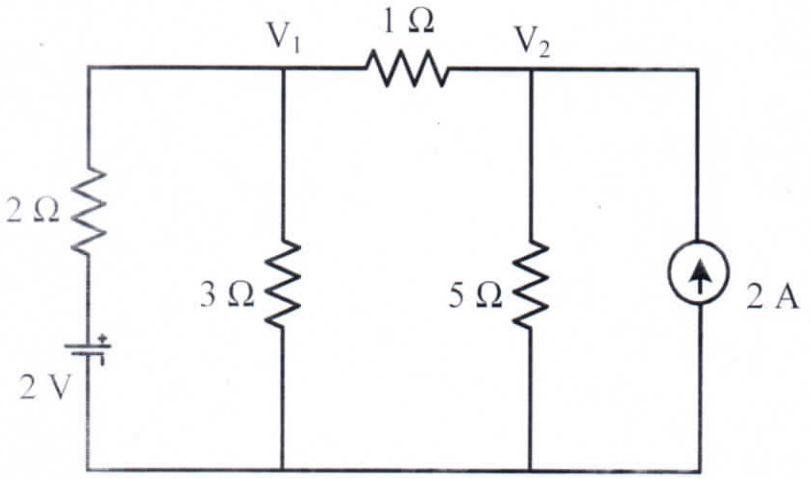

Fig.1
a) Using Nodal analysis find the current through 1 Ω resistance shown in Fig. 1.